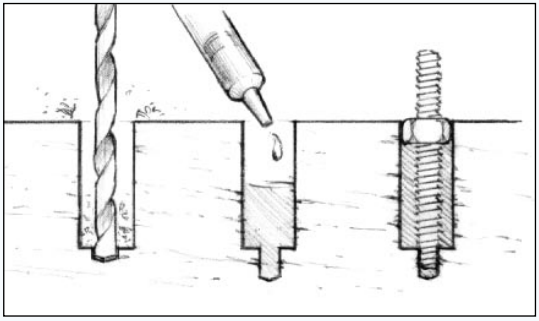

Figur 20 Lim stænger med gevind fast i underlaget som erstatning for let aftagelige beslag.
2. Monter en møtrik og en skive på stægerne, gennemvæd de nederste ender, og skub dem ind i de epoxyfyldte huller. Lad epoxyen hærde grundigt, før der fastgøres beslag, og møtrikkerne strammes *(Figur 20)*.